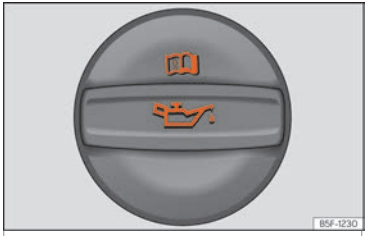

Fig. 225 Dans le compartiment-moteur : bouchon de l'orifice de remplissage d'huile moteur.
- Dévissez le bouchon de remplissage d'huile moteur ››› fig. 225.